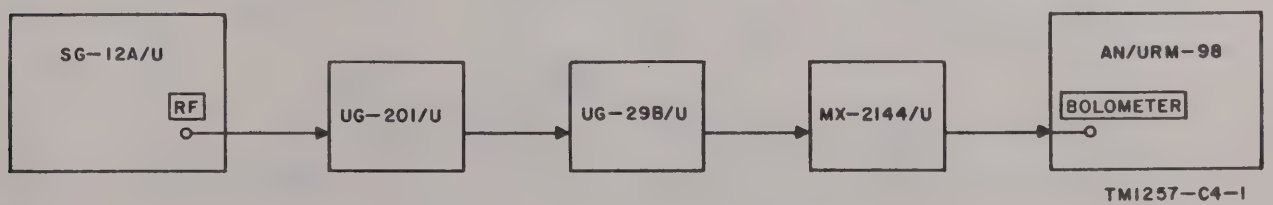

Figure 45.1. RF output test connections.
a. Connect the test equipment as shown in figure 45.1